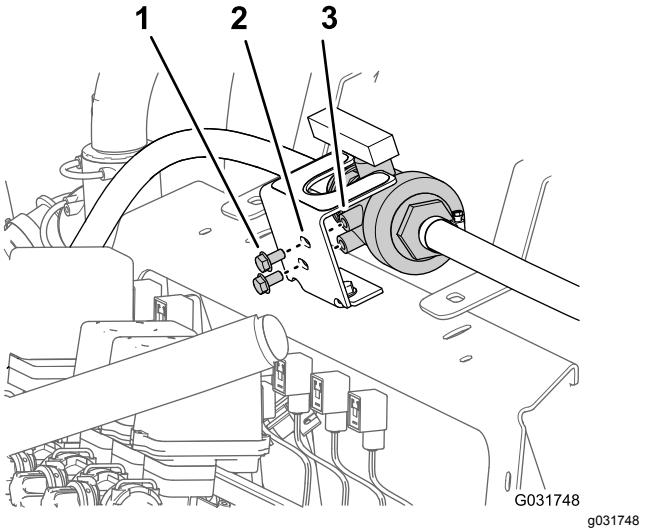

Figur 37
3. Ta bort de två flänsskruvar (5/16 x ⅝ tum) som håller fast kulventilen på kulventilens monteringsfäste (Figur 37).